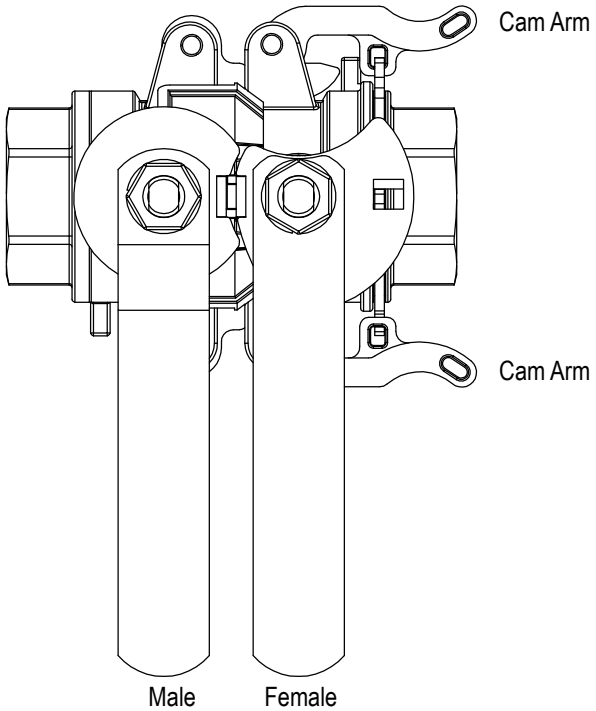

FIGURE 2
Slide the Female onto the Male. The alignment tabs on the Female will guide the cam profile inserts into the cam arms of the Female. After the assembly is together, rotate the cam arms toward the body of the Female. Make sure the cam arms are pushed all the way to the female body.This will couple the halves together, depressing the anti-rotation buttons under the handles, which will allow the handles to rotate. After the clamp arms are rotated in position, the assembly should look like Figure 2.
**Make sure the cam arms are in the fully locked position as shown in Figure 2 before attempting to rotate the handle of either the Male or Female.**